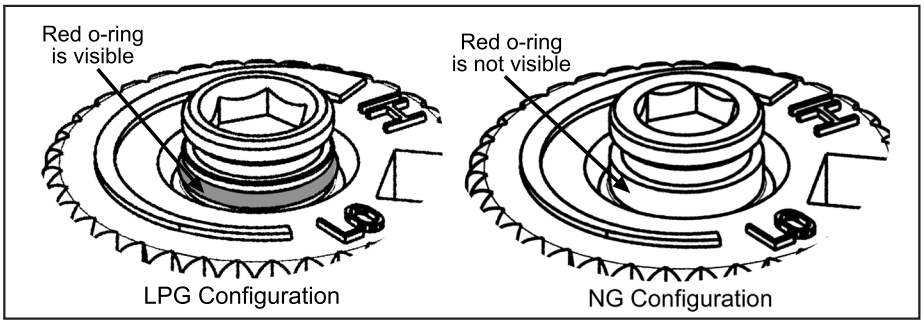

Figure 14: O-ring on valve screw.
g) Verify that if the conversion is from NG to LPG, the screw must be re-assembled with the red o-ring visible (refer to Figure 14). If the conversion is from LPG to NG, the red o-ring of the screw must not be visible.